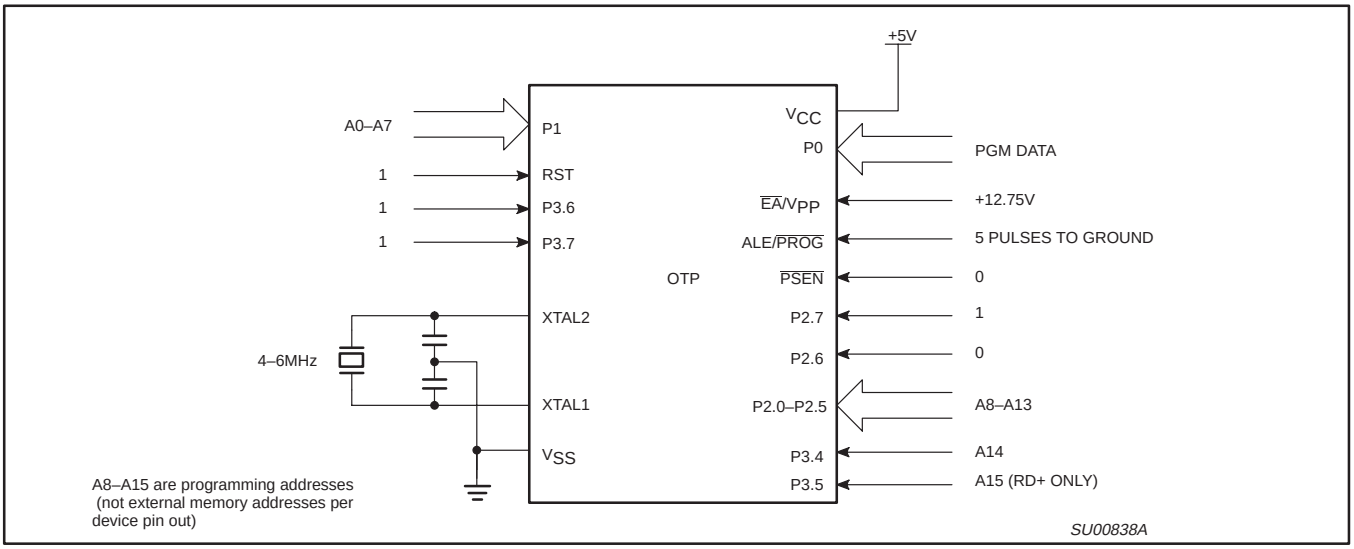
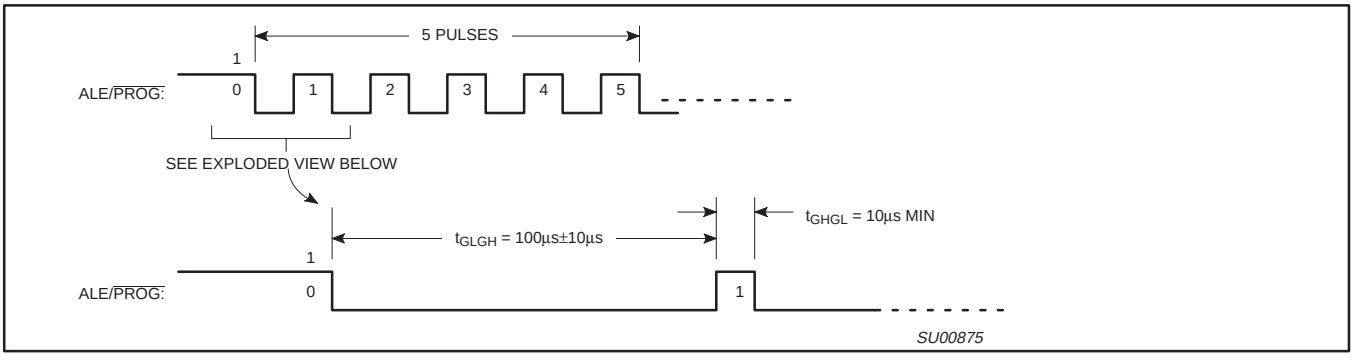
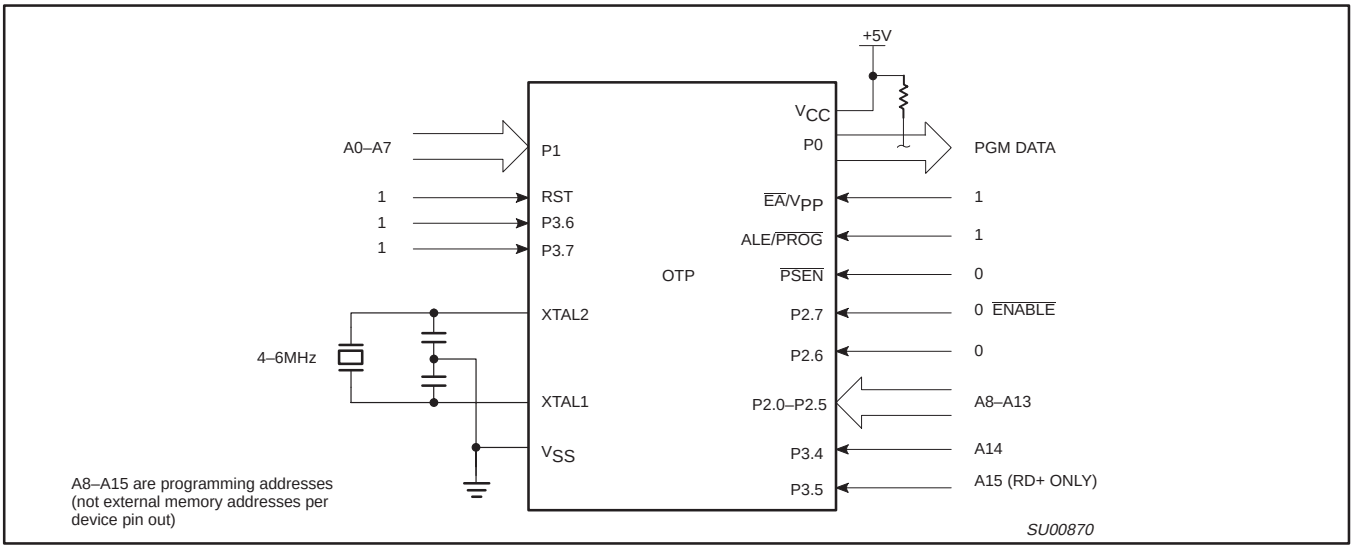

**Figure 41. Programming Configuration**
**Figure 42. $\overline{\text{PROG}}$ Waveform**
**Figure 43. Program Verification**
Table 9 shows the logic levels for reading the signature byte, and for programming the program memory, the encryption table, and the security bits. The circuit configuration and waveforms for quick-pulse programming are shown in Figures 41 and 42. Figure 43 shows the circuit configuration for normal program memory verification.
The setup for microcontroller quick-pulse programming is shown in Figure 41. Note that the device is running with a 4 to 6MHz oscillator. The reason the oscillator needs to be running is that the device is executing internal address and program data transfers.
The address of the EPROM location to be programmed is applied to ports 1 and 2, as shown in Figure 41. The code byte to be programmed into that location is applied to port 0. RST, $\overline{PSEN}$ and pins of ports 2 and 3 specified in Table 9 are held at the 'Program Code Data' levels indicated in Table 9. The ALE/$\overline{PROG}$ is pulsed low 5 times as shown in Figure 42.
If security bits 2 and 3 have not been programmed, the on-chip program memory can be read out for program verification. The address of the program memory locations to be read is applied to ports 1 and 2 as shown in Figure 43. The other pins are held at the 'Verify Code Data' levels indicated in Table 9. The contents of the address location will be emitted on port 0. External pull-ups are required on port 0 for this operation.
* FOR PROGRAMMING CONFIGURATION SEE FIGURE 41.
FOR VERIFICATION CONDITIONS SEE FIGURE 43.